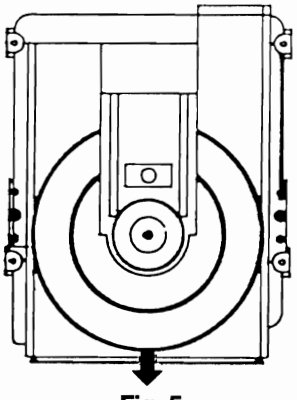

Fig. 5
3) Pull out the tray ass'y slowly in the direction of the arrow (fig. 5)